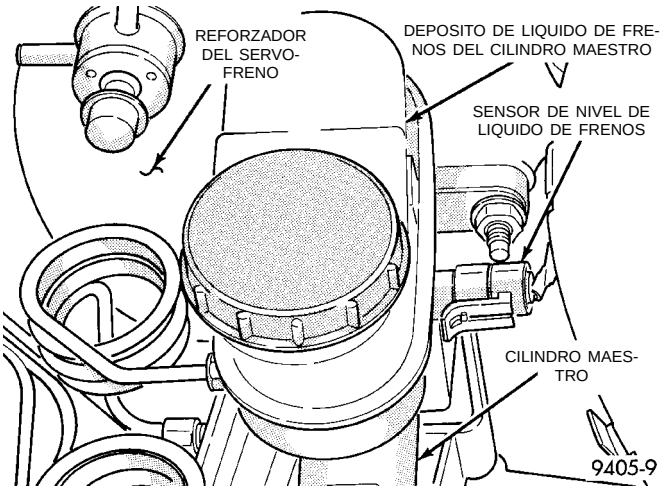

Fig. 101 Sensor de nivel de líquido del cilindro maestro
(1) En los vehículos que tienen instalado el sistema ABS, asegúrese de que el motor no esté en marcha y bombee el pedal de freno hasta que esté firme (4-5 golpes).
(2) Retire el conector del mazo de cableado del vehículo, del sensor de nivel de líquido de frenos, en el depósito de líquido de frenos de cilindro maestro (Fig. 101).